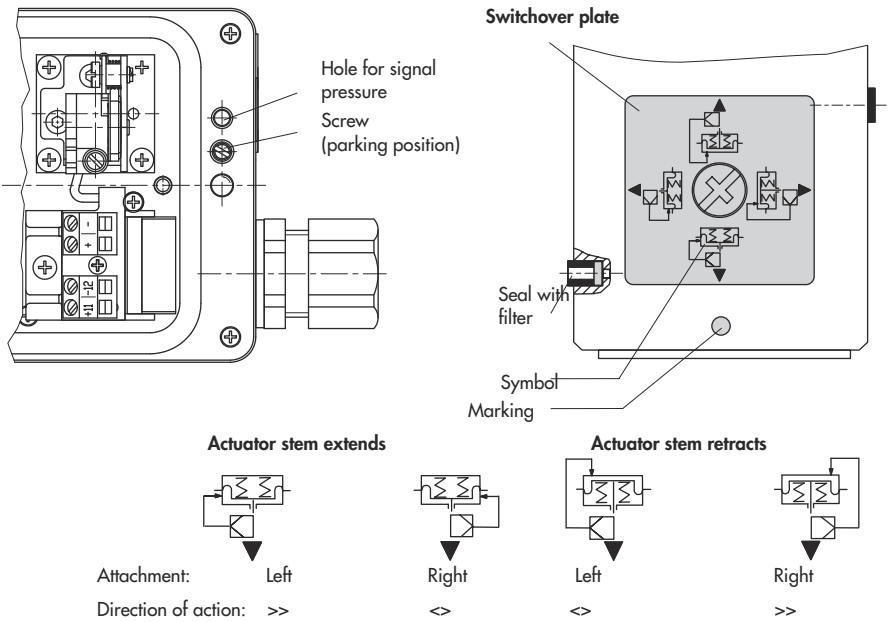

Fig. 3 · Signal pressure connection using a switchover plate for 120 cm²
For attachment to 120 cm² actuators (Fig. 3), remove the filter installed in the side signal pressure connection. The connection (output 36) must be sealed by a plug with seal (see accessories).
Furthermore, the signal pressure hole on the back of the positioner housing has to be sealed. To do so, remove the screw installed in the hole below the signal pressure hole (parking position) and screw it into the signal pressure hole (see Fig. 3).
The positioner's direction of action also determines its attachment position on the actuator, either on the left or right side of the yoke as illustrated in Figs. 3 and 2. The position of the booster (12) must be arranged accordingly on the positioner.